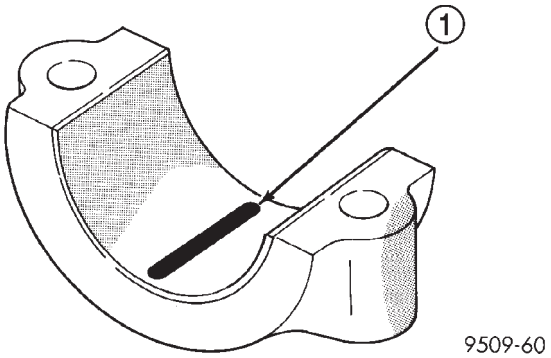
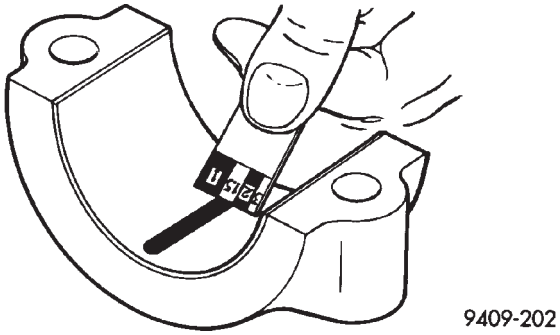

Abb. 5 Plastigage in der unteren Lagerschale
Abb. 6 Messen des Spiels
(1) Ölfilm von der zu prüfenden Oberfläche entfernen, denn das Plastigage wird von Öl aufgelöst.
(2) Einen Plastigage-Streifen ca. 6,35 mm (1/4 Zoll) von der Mitte versetzt über die gesamte Breite der Lagerschale im Deckel auflegen, Schmierölbohrungen müssen jedoch freibleiben (Abb. 5) (zusätzlich können auch an anderen Stellen, an denen Verschleiß oder Schäden vermutet werden, Plastigage-Streifen aufgelegt werden). Lagerdeckelschrauben des zu prüfenden Lagers mit dem vorgeschriebenen Anzugsmoment festziehen.
(3) Lagerdeckel abbauen und die Breite des gequetschten Plastigage-Streifens (Abb. 6) mit der metrischen Skala auf der Packung vergleichen. Den Streifen ermitteln, der mit der Breite weitestgehend übereinstimmt. Dieser Streifen zeigt das Spiel in Tausendstel Millimeter an. Differenzen zwischen den an den Enden abgelesenen Werten zeigen das Ausmaß der Kegeligkeit an. Alle Lagerspielwerte schriftlich festhalten. Siehe hierzu Technische Daten/Motor. **Plastigage wird mit zwei Skalen geliefert. Eine enthält Zoll-Maße, die andere metrische Maße.**
(1) Kurbelwelle drehen, bis das zu prüfende Pleuel sich in unterster Stellung befindet.
(2) Ölfilm von der zu prüfenden Oberfläche entfernen, denn das Plastigage wird von Öl aufgelöst.
(3) Plastigage über die gesamte Breite der Lagerschale legen. Plastigage ca. 6,35 mm (1/4 Zoll) zur Lagerschalenmitte versetzt auflegen, die Ölbohrung muß freibleiben (Abb. 5). Auch andere Stellen, an denen Verschleiß oder Schäden vermutet werden, können mit Plastigage geprüft werden.
(4) Pleuellagerdeckel mit aufgelegtem Plastigage montieren. Pleuellagerdeckel unter Beachtung der vorgeschriebenen Anzugsmomente festziehen. **Kurbelwelle nun nicht mehr drehen, da sonst das Plastigage verschmiert und das Meßergebnis verfälscht werden kann.**
(5) Lagerdeckel abbauen und Breite des gequetschten Plastigage (Abb. 6) mit der Skala auf der Verpakkung vergleichen. Den Skalenstrich ermitteln, dessen Breite am ehesten mit der des Plastigage-Streifens übereinstimmt. Dieser Streifen gibt das vorliegende Lagerspiel in Tausendstel Millimeter an. Maßabweichungen zwischen den Enden zeigen den Grad der Kegeligkeit an. Alle Lagerspielwerte schriftlich festhalten. Siehe Abschnitt “Technische Daten/Motor”. **Die Verpackung des Plastigage enthält gewöhnlich zwei Skalen (eine mit zölliger und eine mit metrischer Skalenteilung). Wenn das Lagerspiel die vorgegebene Verschleißgrenze überschreitet, das Lager austauschen.**